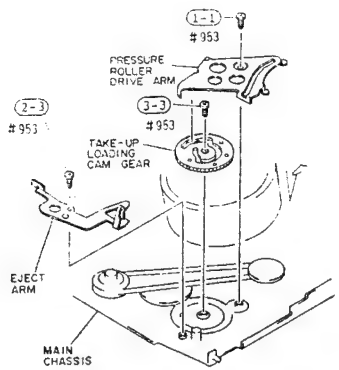

Fig. 2-70
1) Remove one (1) screw holding the pressure roller drive arm. (See Fig. 2-70)
(2) Eject Arm
3) Remove one (1) screw holding the eject arm. (See Fig. 2-70)
3) Remove one (1) screw holding the take-up loading cam gear. (See Fig. 2-70)